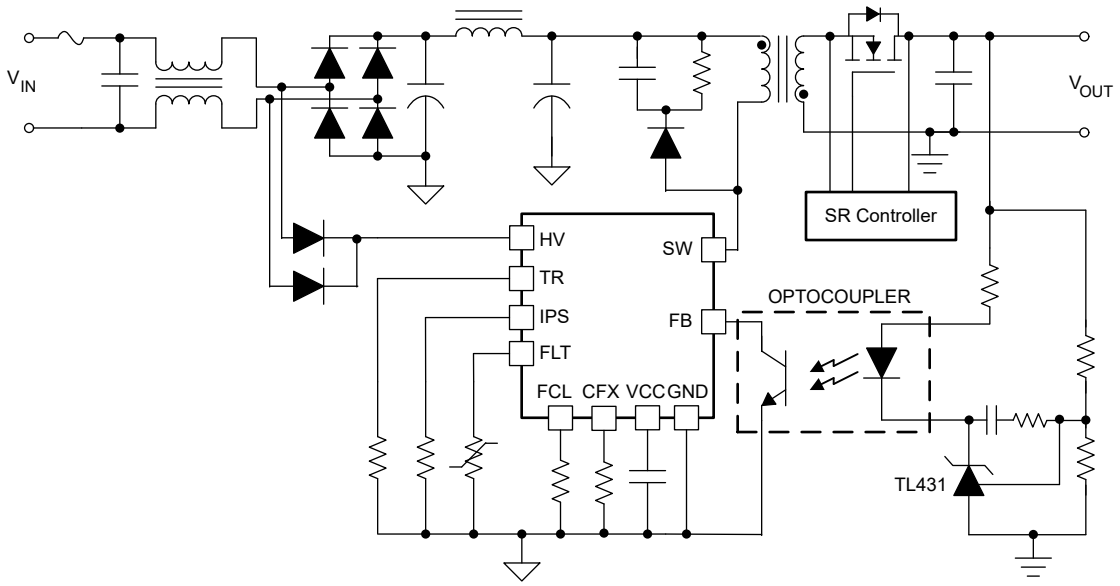

Figure 7-1. AC/DC Flyback Converter Schematic Using UCG2883x/4x
Connect the high voltage (HV) pin to the two ends of the X-capacitor at the line input, through two diodes as shown in Figure 7-1. HV pin charges the bias supply (VCC) capacitor at start-up. The HV pin also discharges the X-capacitor when the input line voltage is removed. When X-cap discharge is not needed, this connection is still required to minimize the standby power consumption. The UCG2883x/4x device charges VCC capacitor through HV pin during standby mode, when the Flyback converter operates in the deep burst mode with long idle period. The charge current can be smoothed out using a resistor (less than 510Ω) in series with the HV pin. When designing for DC input applications, the HV pin can be directly connected to the input bulk capacitor with corresponding resistor setting on the CFX pin to disable the X-cap discharge feature. Due to the lack of line voltage zero crossing, the standby power consumption is slightly increased in DC input applications.